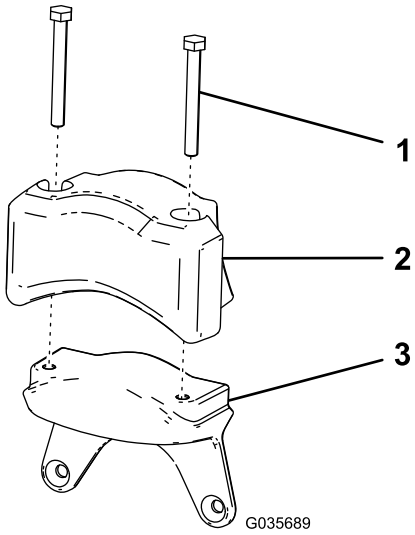

Figure 9
1. Assemble the electric counterweight and 2 cap screws (5/16 x 2-3/4 inches) that you removed in step 5 of 2 Preparing the Cutting Unit (page 2) to the new weight (Figure 9).